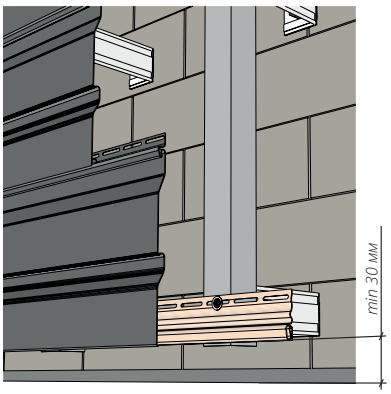

Рисунок 73
16.3 Если на фасаде здания не монтируется цокольная часть и отмостка находится в нулевой плоскости, нижняя часть стартовой планки должна находиться минимум в 30 мм от отмостки. Это обеспечит доступ воздуха в подфасадное пространство и обезопасит смонтированный фасадный материал от последствий при пучениях грунта в зимний период (рис. 73).